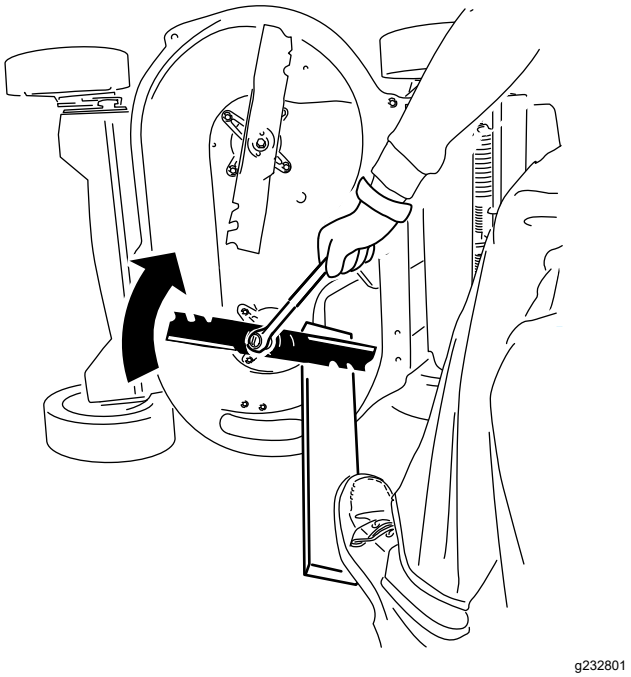

Figura 38
2. Inmovilice cada cuchilla con una tabla de madera, y gire el perno de la cuchilla en sentido horario con una llave dinamométrica, según se muestra en Figura 38; apriete el perno de cada cuchilla a 82 N·m (60 pies-libra).